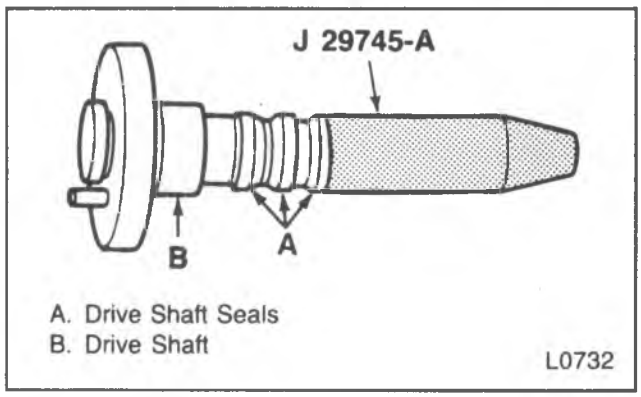

Figure 37—Drive Shaft Seal Protector
3. The other black seal using J 29745-A (figure 37).